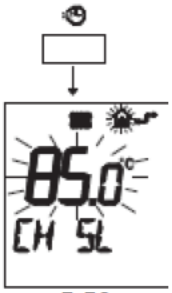

рис. 5.56
• Нажмите одновременно кнопки и, чтобы войти в режим программирования, см. рис. 5.56